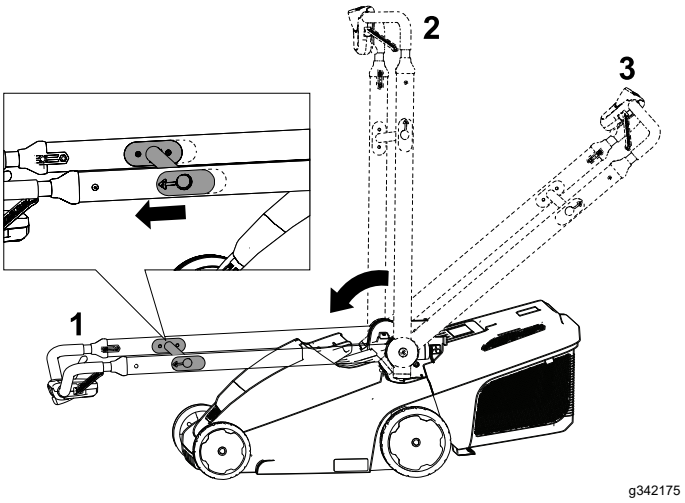

Rysunek 21
2. Pociągnij poprzeczkę zwalniającą uchwyt w kierunku górnego zespołu uchwytu, aby zwolnić blokadę uchwytu (Rysunek 21).
3. Złóż uchwyt częściowo do przodu do położenia pionowego lub całkowicie do przodu do położenia złożonego (umożliwiającego pionowe ustawienie maszyny) — patrz Rysunek 21.